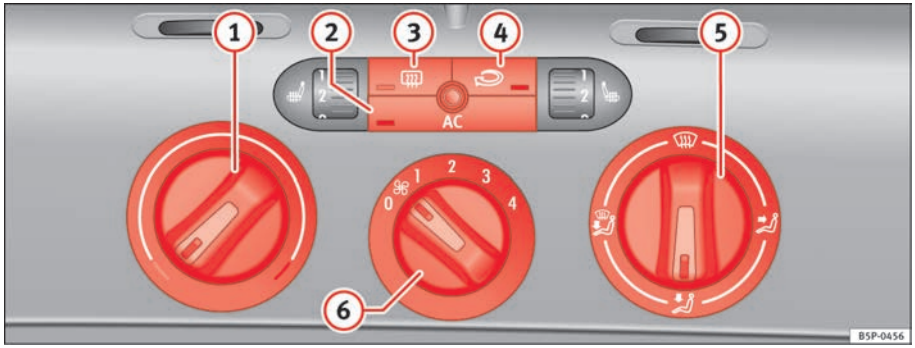

Fig. 128 On the dash panel: Climatic controls
– Using the controls ⇒ fig. 128 (1) and (5) and the control (6) you can set the temperature, air distribution and the turbine speed.
– To switch a function on or off, press the appropriate button (2), (3) or (4). When the function is activated, the display window in the lower corner of the button is lit.
(1) Temperature selector ⇒ page 154
(2) Button AC – Heating, ventilation and air-conditioning system on/off ⇒ page 154
(3) Button – Rear window heating. The heating will be switched off automatically approximately *20 minutes* after switching on. It can also be switched off beforehand by pushing the button.
(4) Button – Air recirculation mode ⇒ page 155
(5) Air distribution control ⇒ page 154
(6) Blower switch. There are four speed settings for the air flow. The air flow should always be set at the lowest speed when driving slowly.
– Switch on the air conditioning using the button ⇒ page 153, fig. 128 AC.